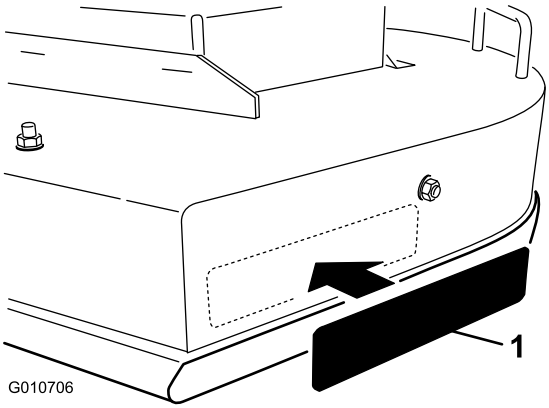

Figure 6
16. Apposez l'autocollant à l'emplacement indiqué à la Figure 6.
C. Retirez la pellicule de protection au dos de l'autocollant, puis apposez l'autocollant à l'endroit prévu. (Figure 6).